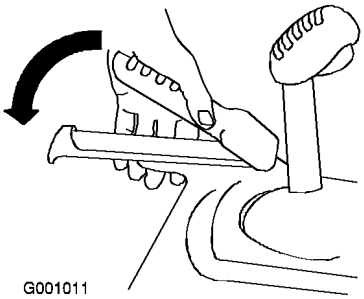

Figur 33
1. Pressa ned det vänstra (drivnings)reglaget till handtaget, för att koppla in hjuldrivningen (Figur 33).